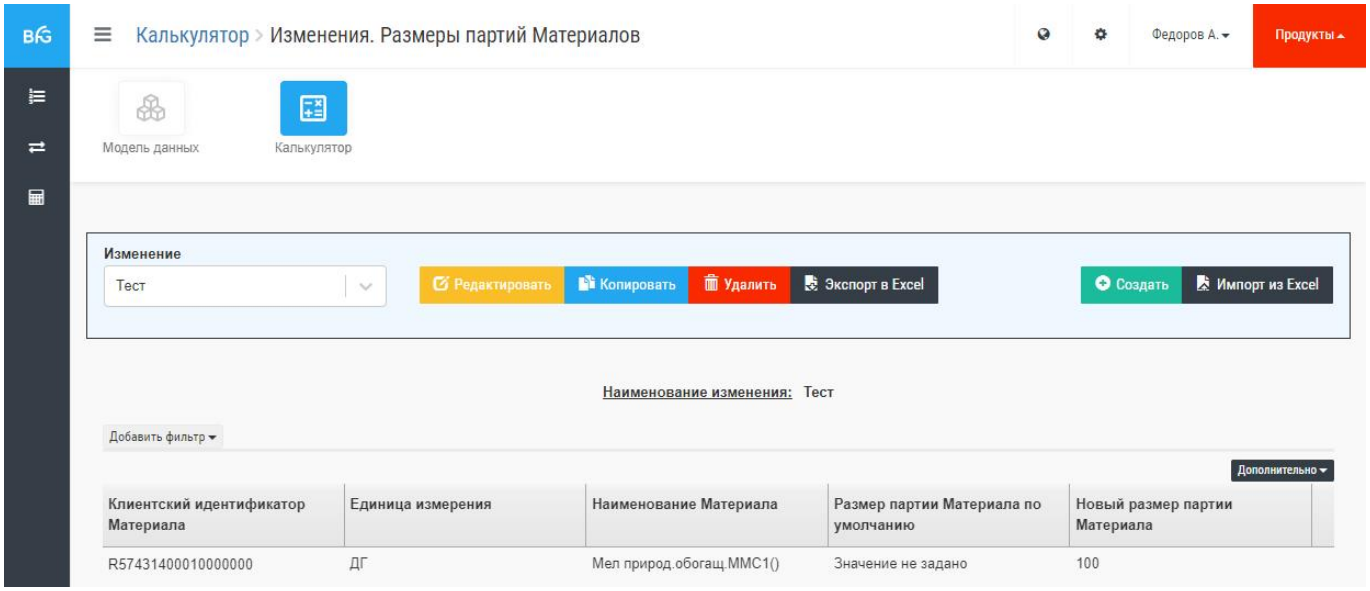

Рис. 57 – Редактирование изменения по размерам партий
- Затем в изменившемся меню импорта нажать кнопку «Начать импорт». В нижнем правом углу интерфейса появятся сообщения о начале и завершении импорта. Загруженные данные появятся в таблице (пример на Рис. 57).